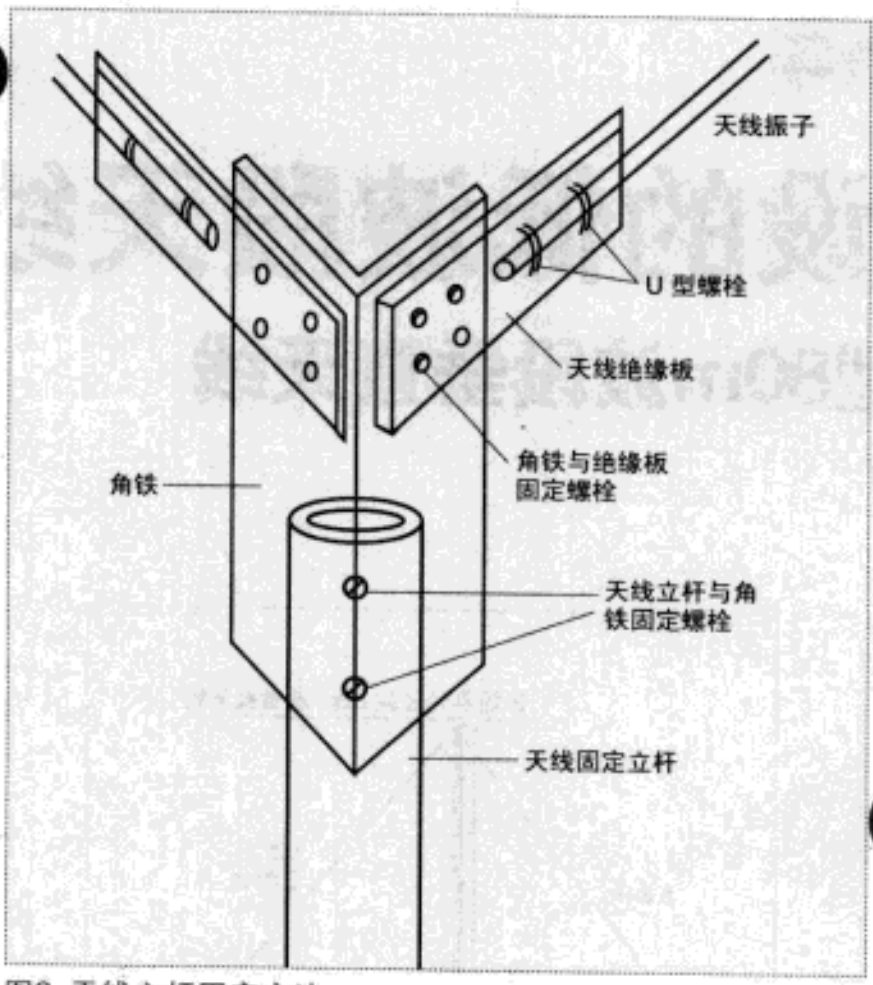

图3 天线立杆固定方法
1. 制作天线振子。这个步骤中比较难以制作的是天线振子到天线固定绝缘板的制作。有条件的可以用4cm×4cm的角铁作为基础，然后用两块厚度为5mm以上的环氧树脂绝缘板材作为固定天线的层面。环氧树脂绝缘板用螺栓与角铁固定，天线用U型夹具固定到绝缘板上。整个天线立杆再用自来水镀锌管固定到角铁上即可，见图3。